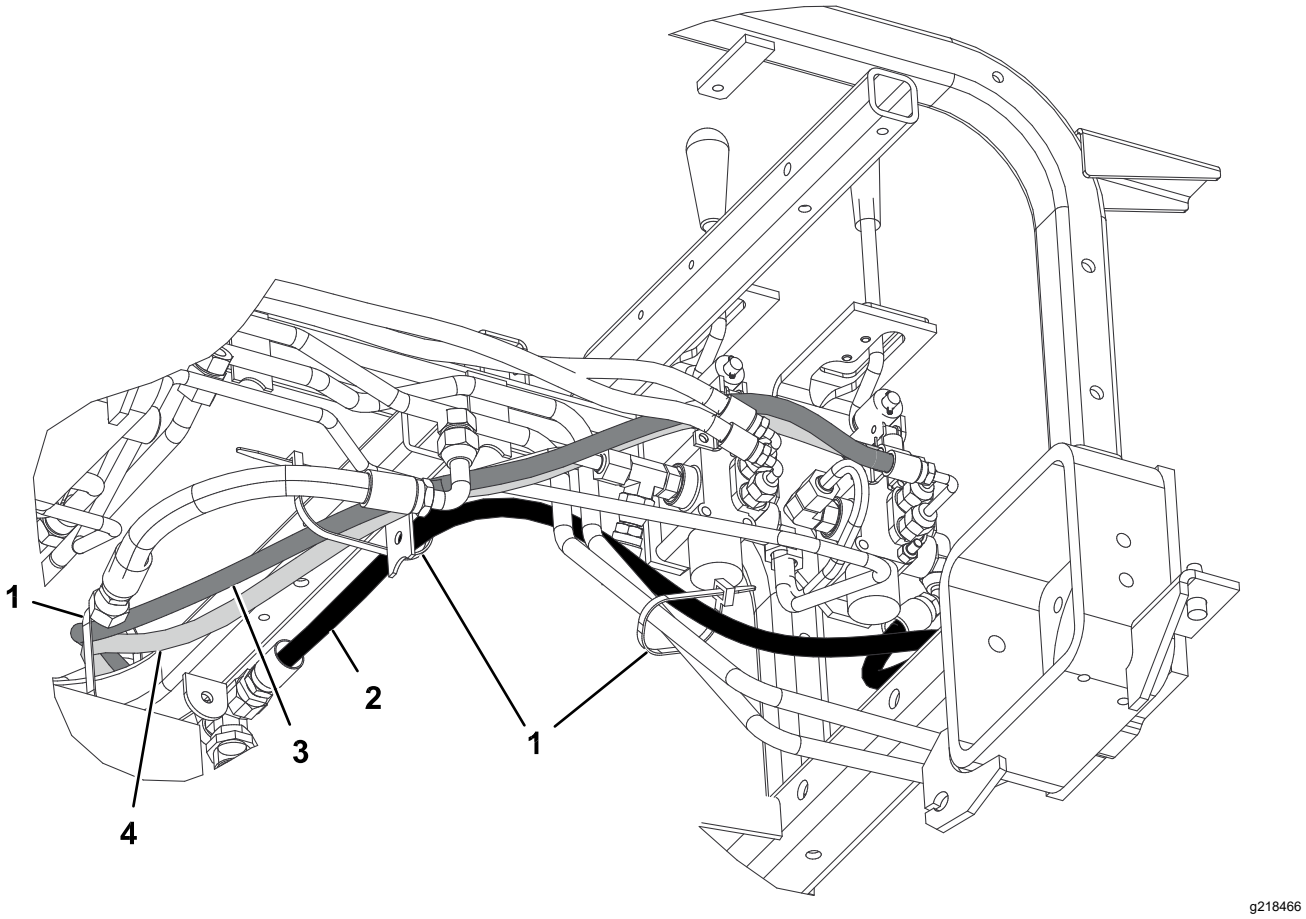

Bild 21
2. Verbinden Sie das 45°-Anschlussstück des Hydraulikschlauchs (Teile-Nr. 108-8449) mit dem 90°-Anschlussstück auf der rechten Seite des Ventils und das gerade Ende des Schlauchs mit dem freien Anschlussstück des Ölkühlers (Bild 20). Siehe Bild 21 und Bild 22 für die Schlauchführung.
4. Schließen Sie das kurze 90°-Anschlussstück des Hydraulikschlauchs (Teile-Nr. 108-8453) an das obere gerade Anschlussstück auf der Rückseite des Ventils an. Führen Sie den Schlauch durch den Drahtschlauchhalter und schließen Sie das gerade Ende des Schlauchs an das obere Anschlussstück des Hydraulikzylinders (Bild 20) an. Siehe Bild 21 und Bild 22 für die Schlauchführung.
5. Schließen Sie das lange 90°-Anschlussstück des Hydraulikschlauchs (Teile-Nr. 108-8454) an das untere gerade Anschlussstück auf der Rückseite des Ventils an. Führen Sie den Schlauch durch den Drahtschlauchhalter und schließen Sie das gerade Ende des Schlauchs an das untere Anschlussstück des Hydraulikzylinders (Bild 20) an. Siehe Bild 21 und Bild 22 für die Schlauchführung.
7. Befestigen Sie die Schläuche mit Kabelbindern an der Maschine an den in Bild 21 und Bild 22 gezeigten Stellen.